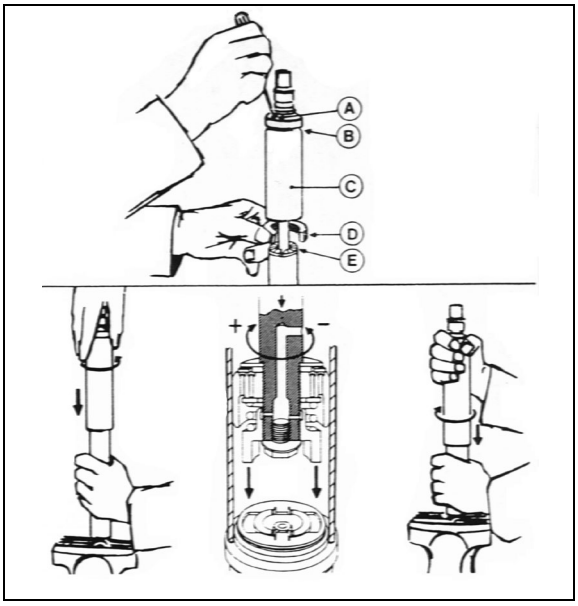

FIGURE 27: DAMPER 18643
To adjust opening and closing cycle speed on damper (Figure 27):
2. Fully close the damper while turning the dust cap or piston rod slowly CCW until it is felt that the cams of the adjusting nut engage in the recesses of the foot valve assembly (Figure 27).
*In* Figure 27*, if there is an indentation (B) in the dust cap (C) and the cover shows two holes (A), the damper is fitted with a bump rubber (D). If so, fully extend the damper and insert a round bar or screwdriver through the holes. Push the bump rubber down and remove. Remove the split plastic collar (E) (if fitted) from the piston rod.*
*Where a bump rubber was installed, refit same inside the dust cap and by fully closing the damper, the rubber will seat again at top of the dust cap. Refit the split plastic collar E (*Figure 27*).*